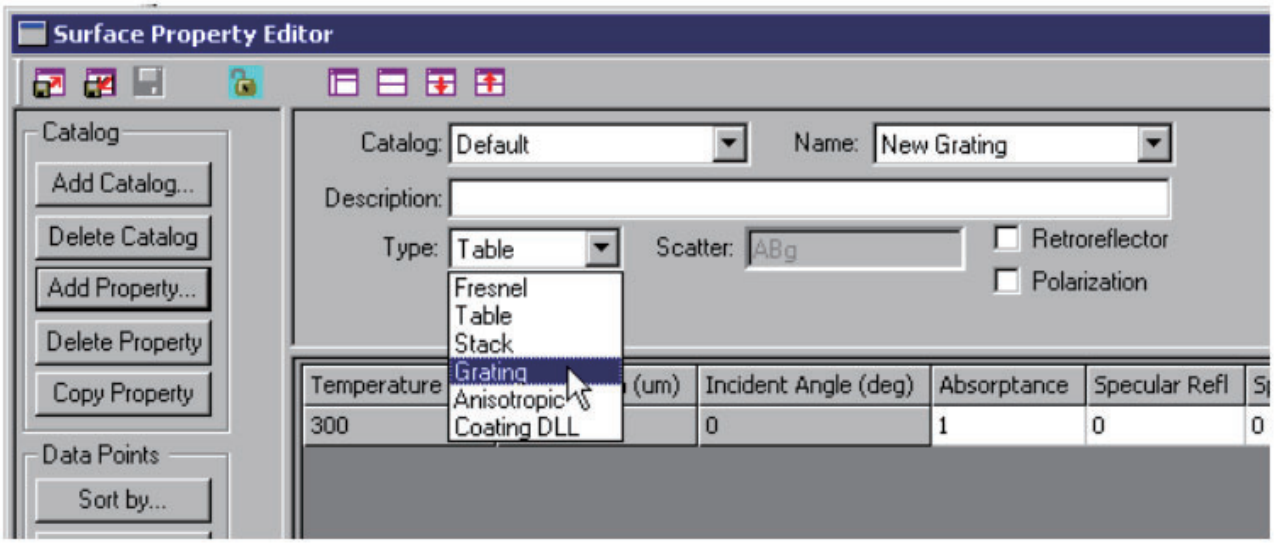

FIGURE 9.47 - Creating a surface property of type Grating.
2. 図 9.47 に示すように、[タイプ] ドロップダウンリストから [グレーティング] を選択します。